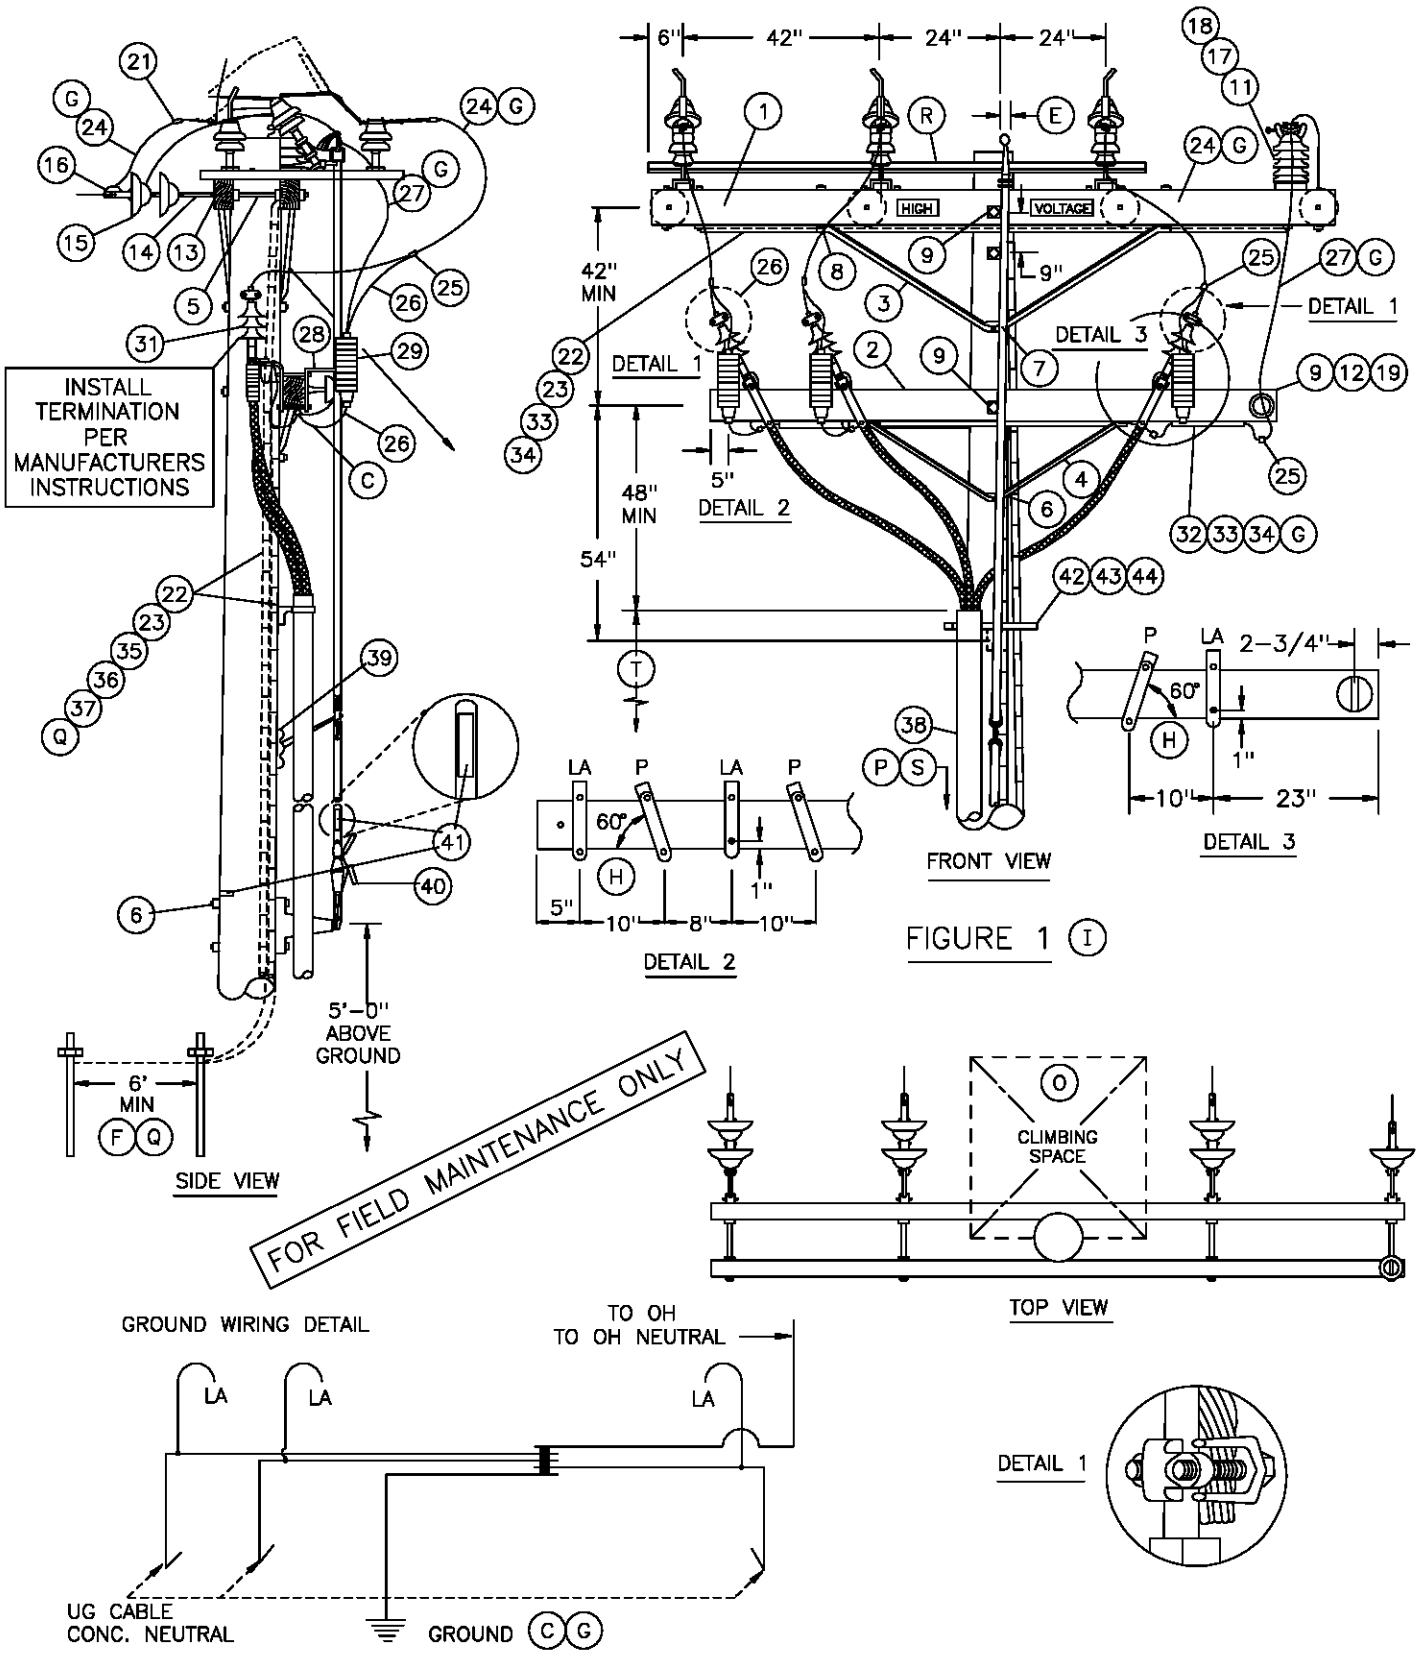

FIGURE 1 (I)
(G) WHEN ADDING THIS CONSTRUCTION TO AN EXISTING POLE WITH A 10' LINE ARM. AND SUFFICIENT POLE HEIGHT EXISTS, INSTALL 10' SWITCH ARMS AND ASSOCIATED HARDWARE BELOW THE LINE ARM TO AVOID CHANGING LINE ARM FROM 10' TO 12' (SEE O.H. STANDARD 1222, FIG. 1-B).